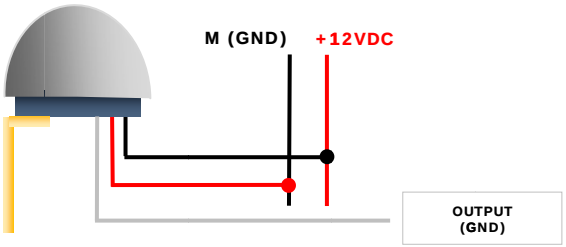

Fig. 6
b. Polarización inversa, conectar la salida al negativo de la alimentación, ver Fig.6.